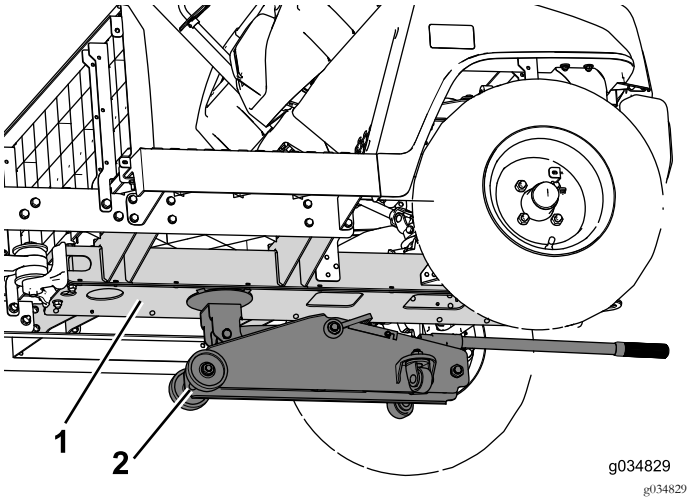

Figura 15
1. Utilizzate un martinetto sotto il canale centrale per sostenere la parte anteriore della macchina (Figura 15).